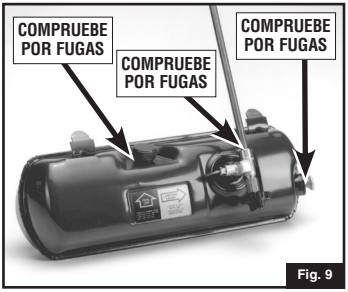

Fig. 9
- COMPRUEBE SI HAY FUGAS de una o más formas. Vea si hay o una neblina de combustible o lo que parece ser humedad de combustible sobre las superficies. Escuche por un siseo de gas escapándose. Huela por olor de combustible. No use nunca una llama. No la use si tiene una fuga. (Fig. 9)